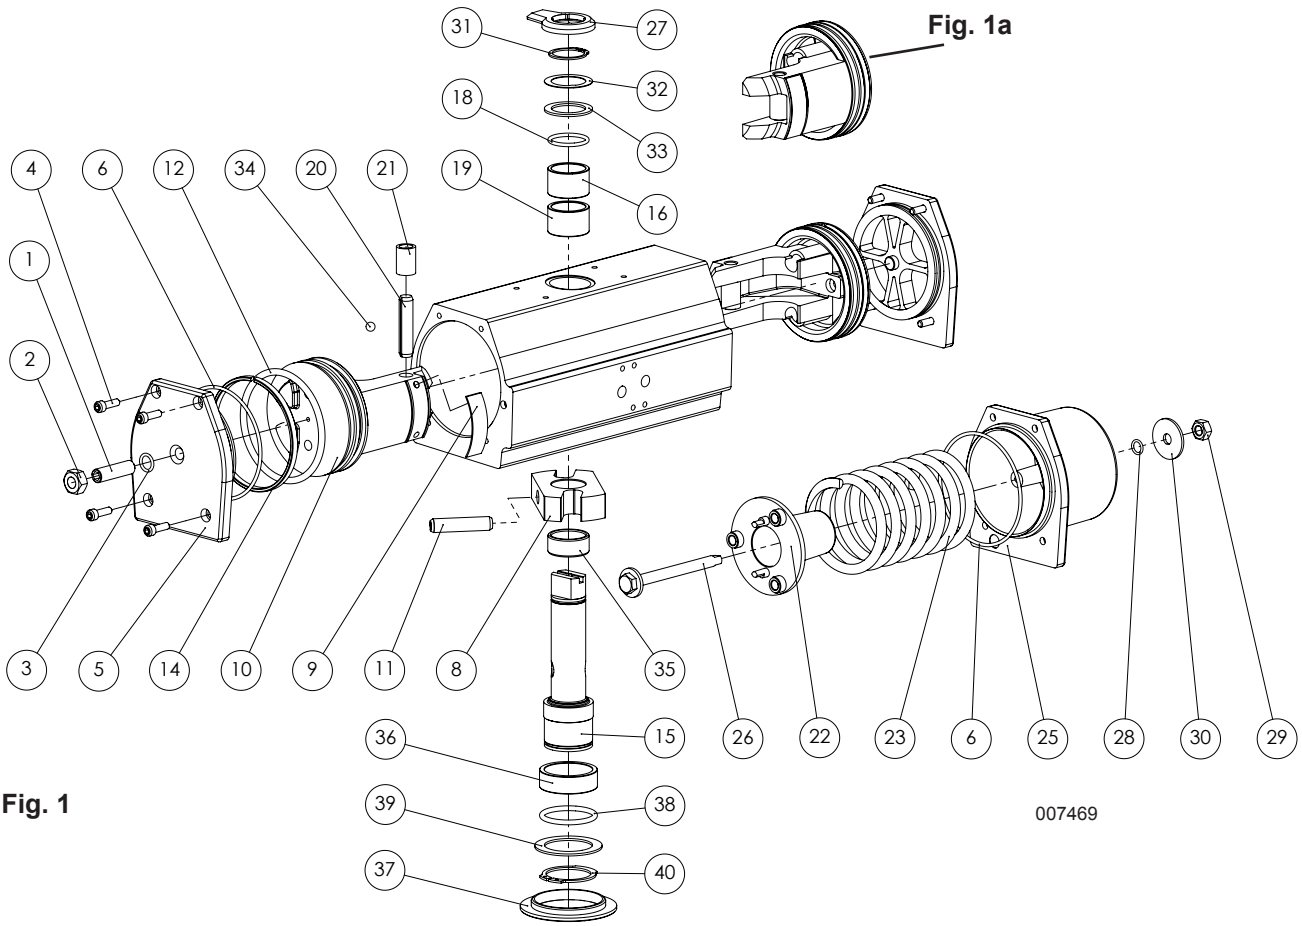

Fig. 1
Le Scotch-Yoke des actionneurs RC200 a une fourchette inclinée. De ce fait, la fonction de l'actionneur peut être modifiée en fonction du mode de montage des pistons dans l'actionneur. Les pistons sont montés selon la figure 1 (page 2) ou la figure 1.a, pour assurer les fonctions suivantes:
Selon la figure 1:
4. Monter les pistons d'après la Figure 1 à la page page 2.